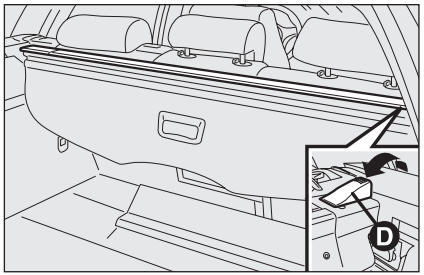

fig. 22 A0E0280m
ADVERTENCIA Para quitar la cortinilla enróllela y controle que también la red de separación del habitáculo (para versiones/paises, donde esté previsto) esté enrollada (consulte el apartado siguiente), luego, mueva hacia arriba la palanca **D-fig. 22**. Levante y saque la cortinilla del maletero.
- ❒ manteniendo la palanca **D-fig. 22** levantada introduzca la cortinilla en su alojamiento del lado derecho;